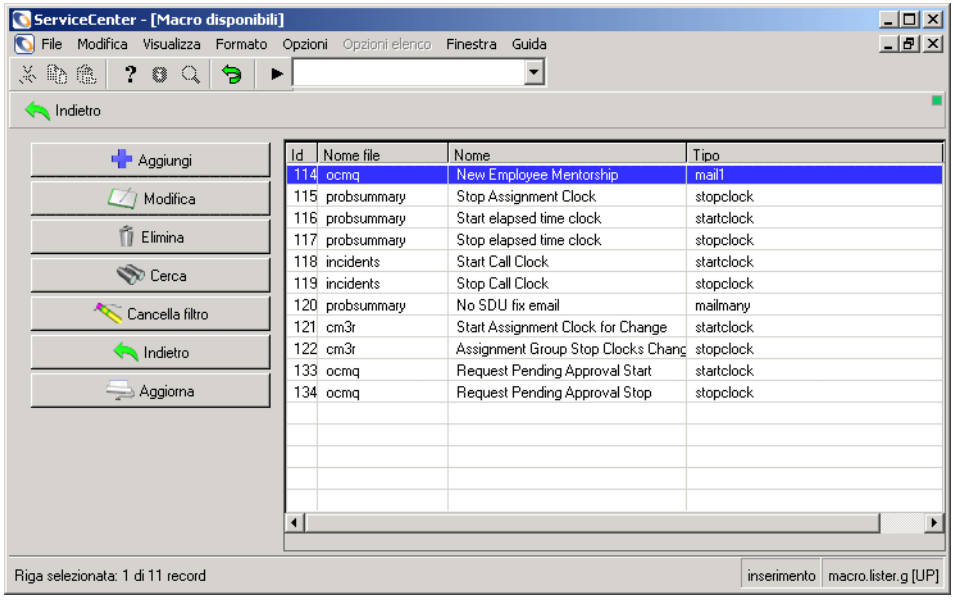

Figura 3-9: Elenco di macro disponibili
▶ Nel modulo dell'Utilità di amministrazione protezione di Gestione servizi, fare clic su **Elenco macro**. La Figura 3-9 mostra il modulo Elenco macro.